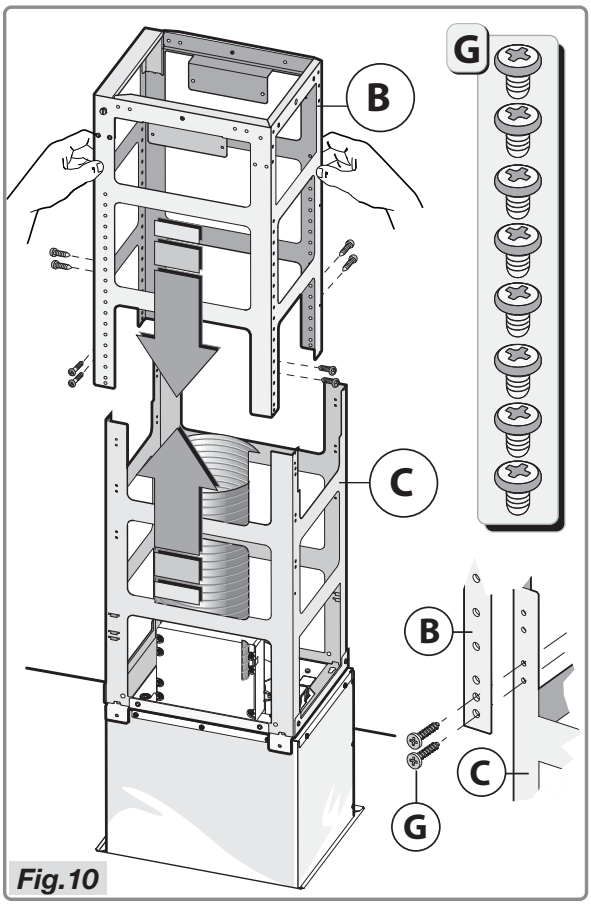

Fig.10
- Régler la hauteur en se rapportant aux mesures sur la Figure 10 et fixer avec les 8 vis **G** en dotation.